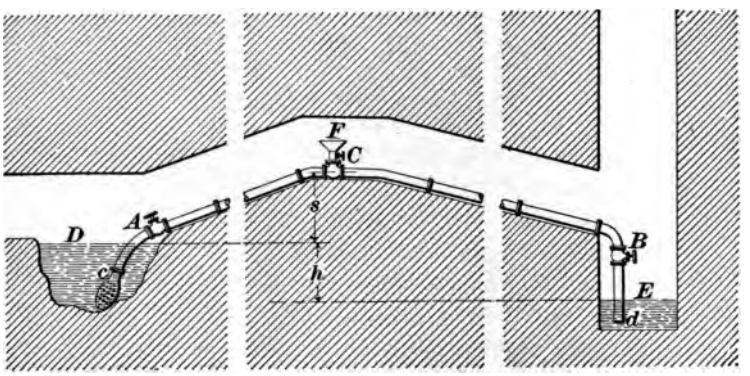

FIG. 23.
65. Fig. 23 shows the actual construction of a siphon. It is desired to convey the water from D to E. The point of discharge must always be lower than the point from which the water is taken, otherwise a siphon cannot work. The siphon consists of ordinary iron pipe jointed in any convenient manner so as to be air-tight. It has three valves A, B, and C. The suction end is provided with a perforated strainer c to keep out large particles of foreign matter.